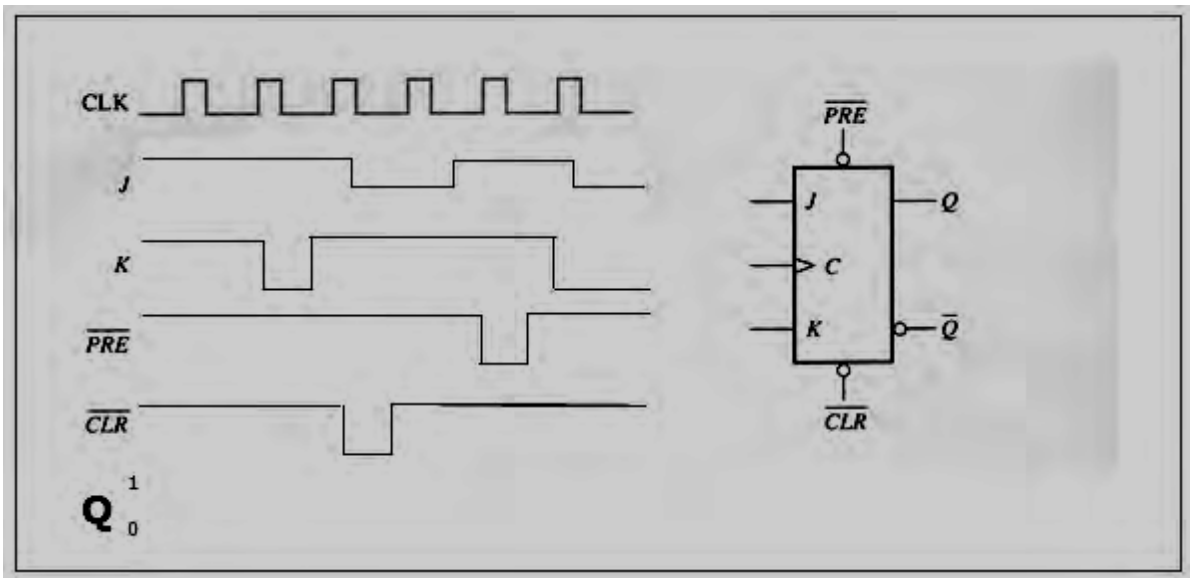

Figure 2
b) Determine the **Q waveform** relative to the clock if the signals shown in ***Figure 2*** are applied to the inputs of the J-K flip-flop. Assume that Q is initially LOW.